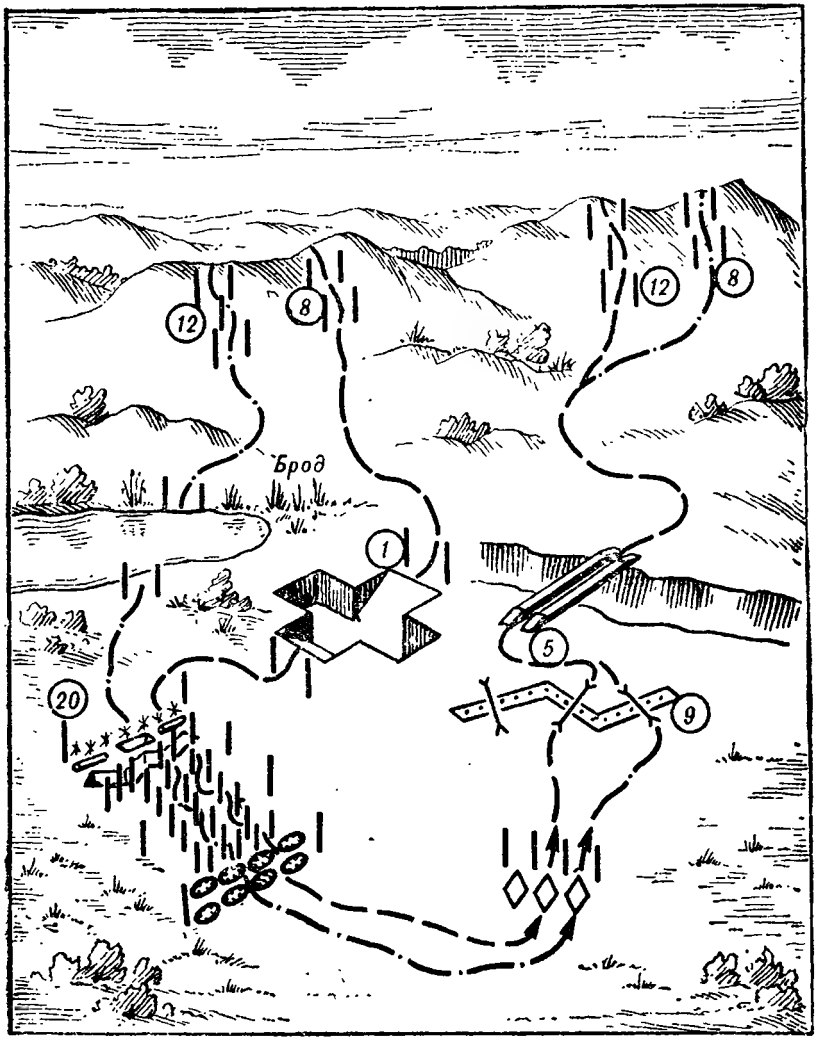

Рис. 11. Примерная схема маршрута по зачетному упражнению на пересеченной местности *
Упражнение отрабатывается по одному из двух вариантов днем и ночью на маршруте протяженностью 4—6 км с естественными и искусственными препятствиями (рис. 11). Маршруты выбираются и оборудуются применительно к условиям рельефа местности с учетом следующих требований:
* На рис. 11—22 и 28—39 штрихпунктирной линией показан маршрут движения для второго варианта.